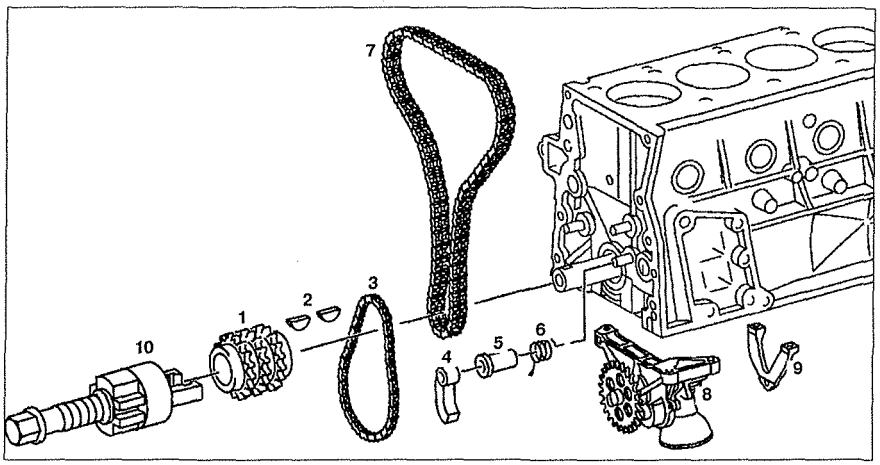

Рис. 2.33. Зубчатый шкив коленчатого вала:
2. Снимите масляный насос **8** (см. рис.2.33).